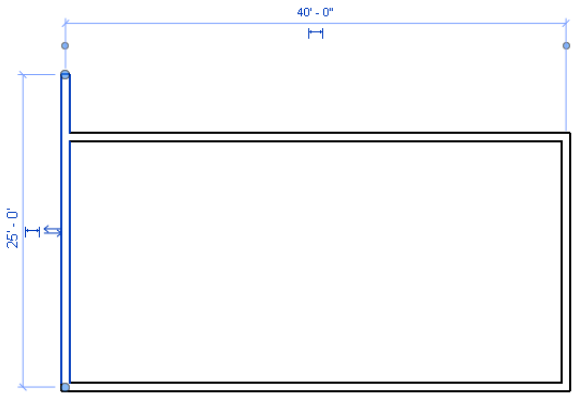

Figure 3-39 *Using the drag control to modify the length of wall*
1. Select the fourth wall segment to display its controls. The two blue dots at its two endpoints are the drag controls. Move the cursor near the upper dot; the color of the drag control symbol changes, as shown in Figure 3-39. Press and hold the left mouse button at this point and drag the cursor vertically downward and bring it close to the start point of the first wall segment. On doing so, the endpoint object snap is displayed at the intersection of two walls and the tooltip shows **Endpoint and Vertical**.